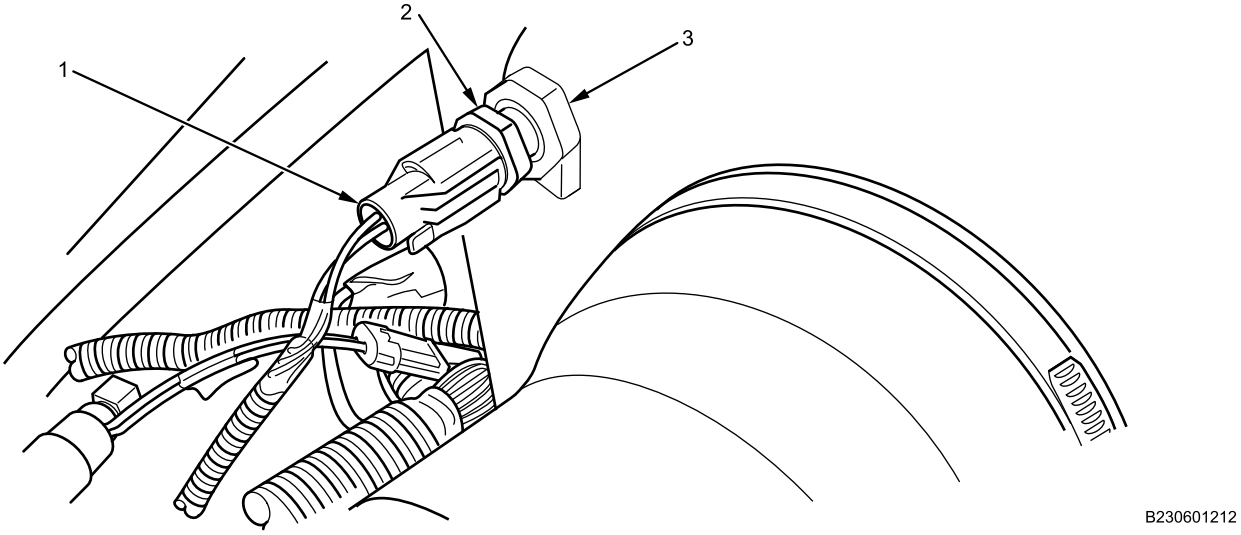

Figure 2. IAT Sensor.
1. Apply corrosion preventive compound on IAT sensor (Figure 2, Item 2) threads.
2. Install IAT sensor (Figure 2, Item 2) into air cleaner assembly (Figure 2, Item 3). Tighten sensor securely.
3. Apply dielectric grease in electrical connector (Figure 2, Item 1) and connect onto IAT sensor (Figure 2, Item 2).